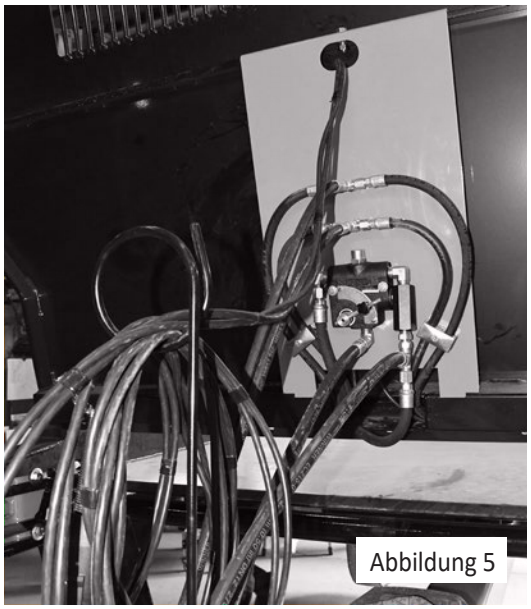

Abbildung 5
5. Mitgelieferten Kabelbaum verlegen. a. Die Kabel sind mit LEFT und RIGHT beschriftet. Den Hydraulikschläuchen von vorn nach hinten folgen. b. Zuerst die Kabel LEFT und RIGHT durch das obere Loch der Hydraulikplatte stecken. (Abbildung 5).